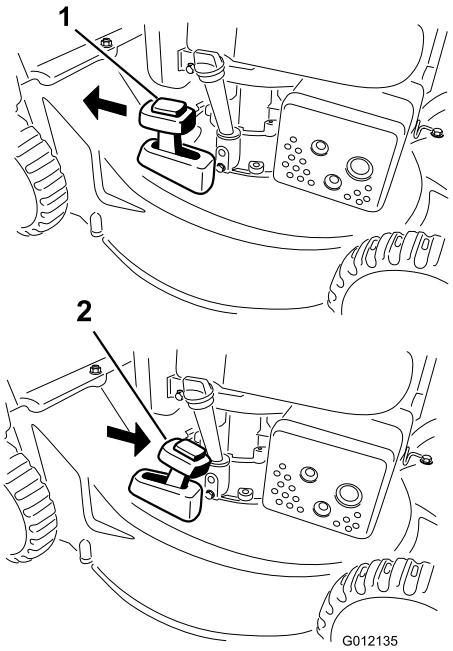

Rysunek 18
Aby włączyć rozdrabnianie ścinków, przesuń dźwignię ustawienia worka do pozycji **rozdrabnianie** (Rysunek 18).
2. Załóż worek na trawę (patrz Demontaż worka na trawę (Strona 12)) i przesuń dźwignię ustawienia worka do pozycji **workowanie** (tylko model 20836) w sposób widoczny na Rysunek 18.
Informacja: Jeśli na maszynie zamontowany jest worek na trawę, zdemontuj go przed wyrzuceniem trawy do tyłu; patrz Demontaż worka na trawę (Strona 12). Dźwignia ustawienia worka powinna znajdować się w pozycji **workowanie** (tylko model 20836) w sposób widoczny na Rysunek 18.